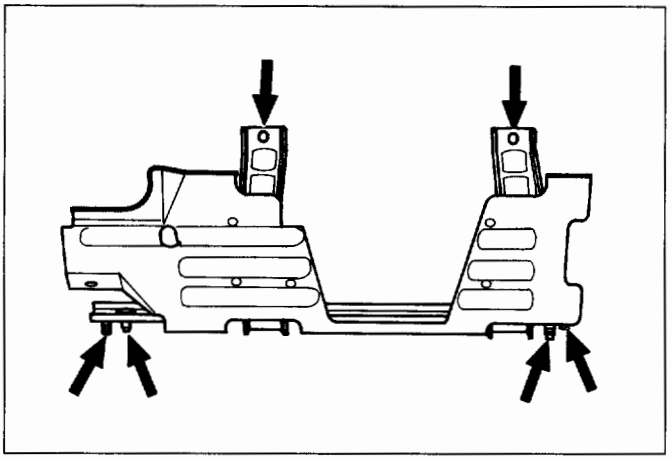

Fig. 10-12
7. **Driver knee bolster assembly (Fig.10-12)**